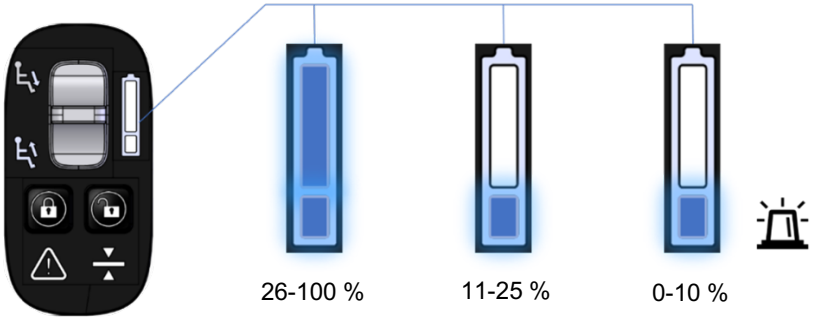

Figure 12. Indications du niveau de la batterie
- Lorsque l'appareil est utilisé, le niveau de la batterie est indiqué de la façon suivante (figure 12) :
- Rechargez la batterie lorsque le pictogramme bleu de batterie faible est allumé (11-25%, un voyant bleu allumé), comme décrit dessous en Figure 12.